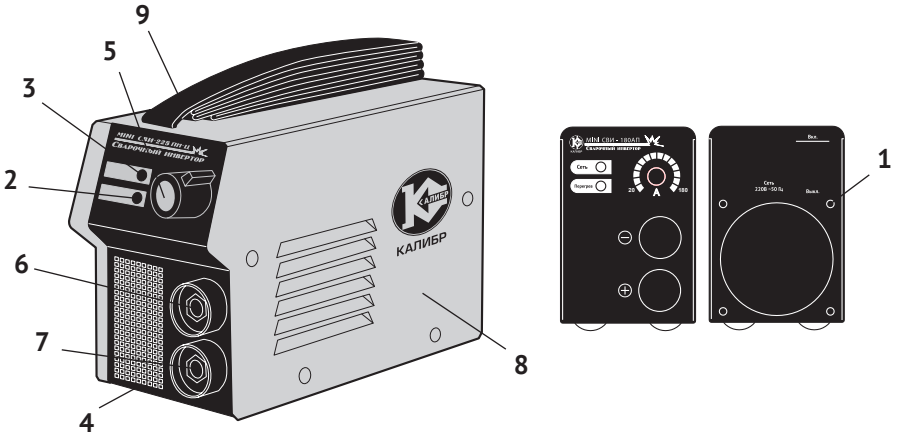

рис. 1
4.1 Общий вид инвертора представлен на рис. 1:
4.2 Основные узлы инвертора: трансформаторы, конденсаторы, радиаторы, плата управления и вентилятор расположены в металлическом корпусе (рис.1 поз. 8) с вентиляционными решётками для отвода тепла. Охлаждение прибора обеспечивают два радиатора и вентилятор. Ручкой потенциометра (рис.1 поз.5) регулируется ток сварки, в зависимости от диаметра электрода и свариваемого материала. Выключатель (рис.1 поз.1), расположенный на задней панели имеет два фиксированных положения «I» - включено и «0» - выключено.
6.4.1 Сварочный кабель с электрододержателем подключается к быстрозажимной клемме «плюс» (рис.1 поз.7), за исключением случая использования кислотных электродов. В любом случае, сначала ознакомьтесь с инструкцией на упаковке электродов.
6.4.2 Кабель массы подключается к быстрозажимной клемме «минус» (рис.1 поз.6) и крепится к рабочей поверхности, как можно ближе к месту сварки.
7.1 В большинстве случаев электрод подключается к быстрозажимной клемме «плюс» (рис.1 поз.7), однако есть некоторые виды электродов, подключаемых к быстрозажимной клемме «минус» (рис.1 поз.6), поэтому подключать сварочные кабели следует в соответствии с полярностью аппарата «+» и «-» и типом электродов.
7.4 Ток сварки регулируется с помощью ручки потенциометра (рис.1 поз.5).